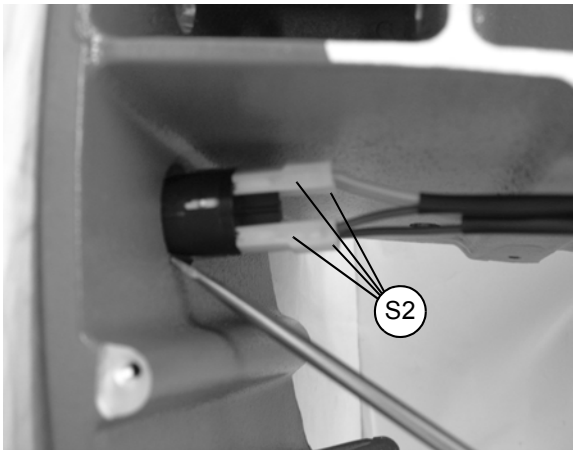

Рис. 39
2) Отсоедините 4 разъема (S2) (рис. 39), запомнив их расположение.